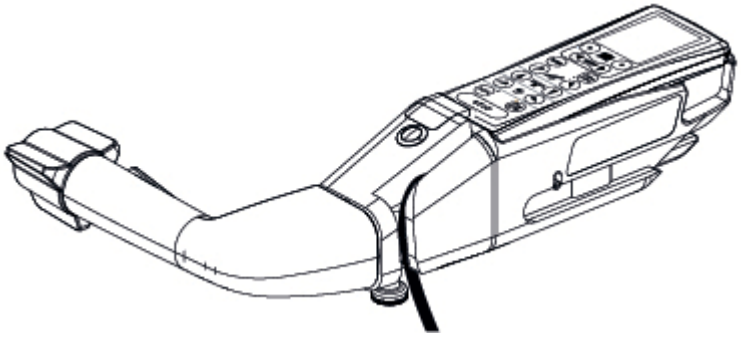

Afbeelding 6-8. Handbediening monteren
3. Duw de handbediening in de gemotoriseerde overdrachtshandgreep om deze vast te zetten. Zie *Afbeelding 6-8*.